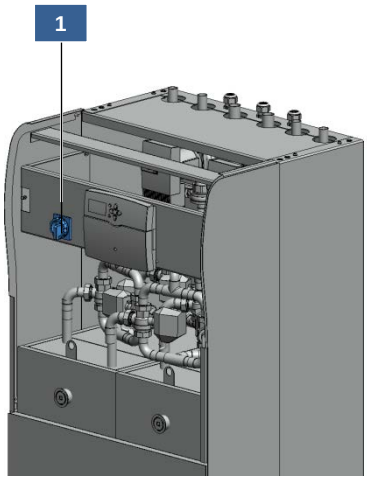

Abb. 17: Hauptschalter der eCoo 2.0
2. Den Hauptschalter (siehe Abb. 17) betätigen, um die Elektrik der eCoo 2.0 einzuschalten.